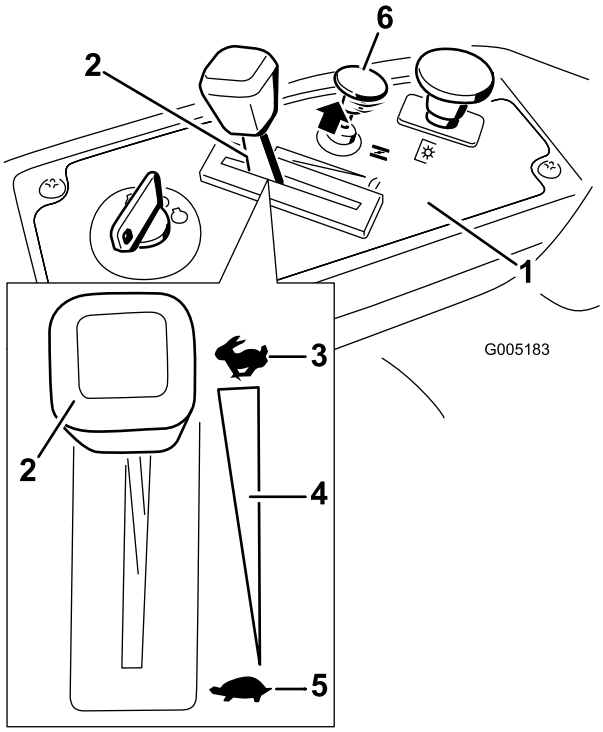

Figur 11
3. Dra chokekontrollen opp før du starter en kald motor (Figur 11).
3. Vri tenningsnøkkelen til Av (Figur 11).